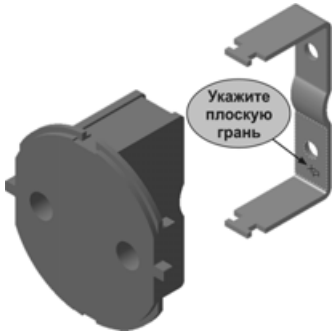

Рис. 7.18
- Затем установите для сборки стандартную ориентацию **Изометрия XYZ** и укажите плоскую грань на детали **Контакт** (рис. 7.18).